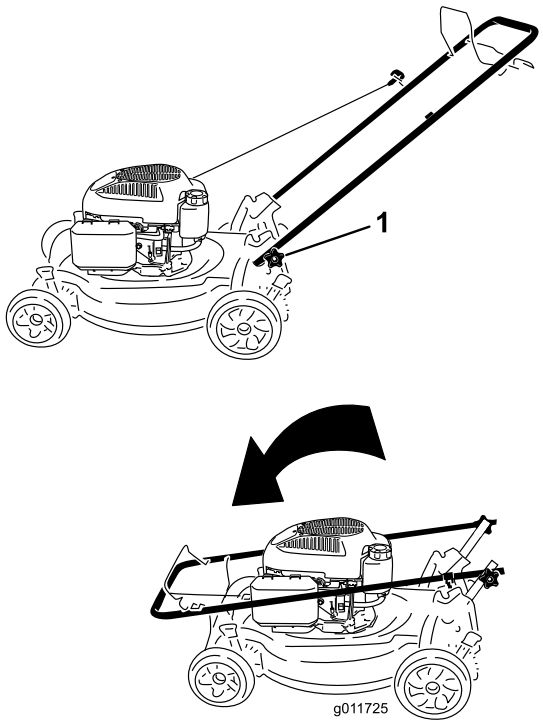

Figur 27
1. Lossa handtagsreglagen tills du kan röra handtaget fritt (Figur 27).
1. Handtagsreglage (2)
2. För handtaget framåt enligt Figur 27.